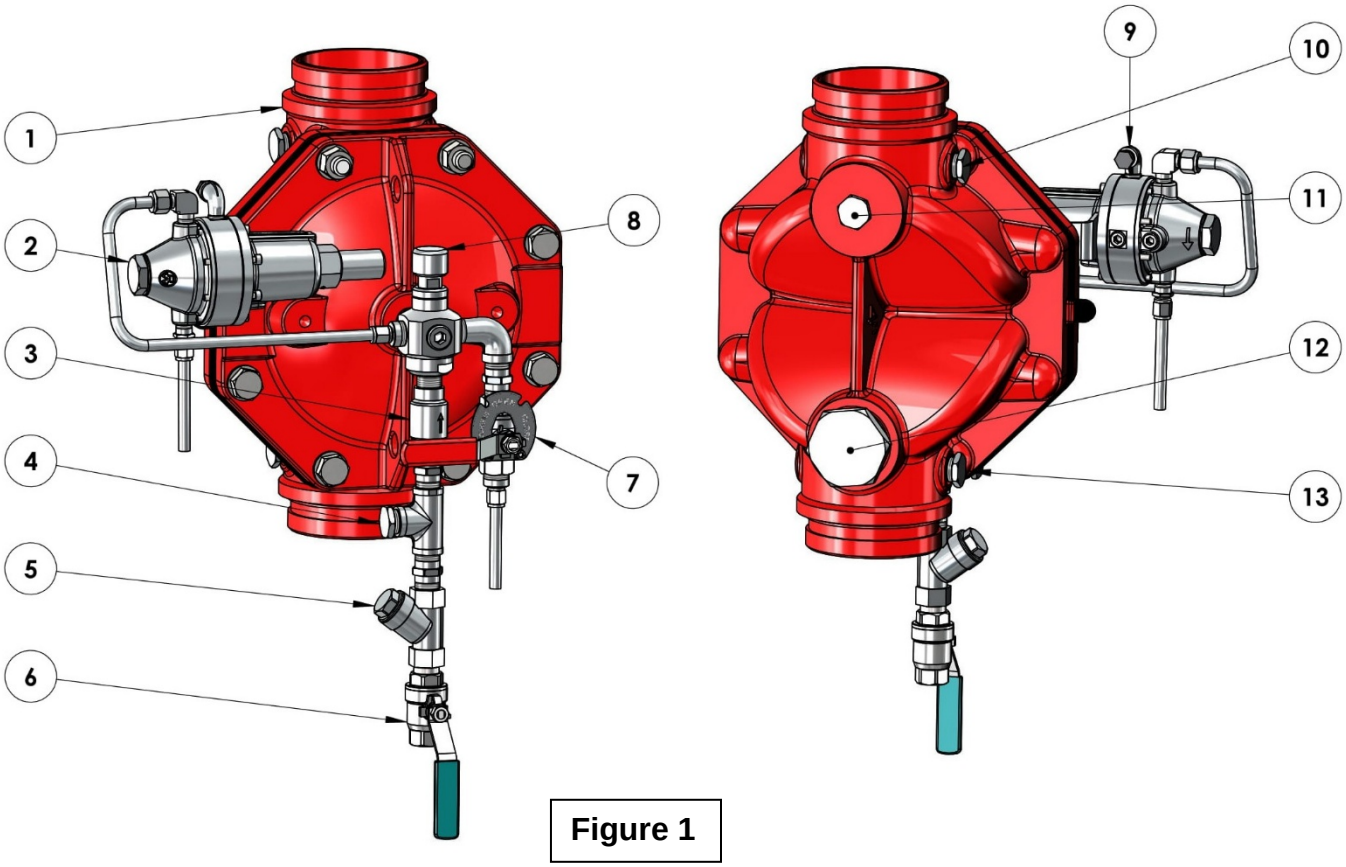

Figure 1
OPERATION (Reference Figure 1)
8. All connections to water supply, should be done in accordance with figure 1
6. Make sure that the FDV's downstream port is unplugged (**11 figure 1**) or drain valve (if equipped) is open. The upstream drain port (**12 figure 1**) needs to remain plugged, or its valve (if equipped) needs to be close.
9. Open gradually the upstream butterfly valve (1**3**) and make sure the downstream drain port (**11 figure 1**) is not dripping.
4. Observe the open downstream drain port (**11 figure 1**): A significant stream of water should flow out of this valve.
8. Make sure that there is no leakage out of downstream drain port (**11 figure 1**) and if ok, close this port by screwing in its plug.